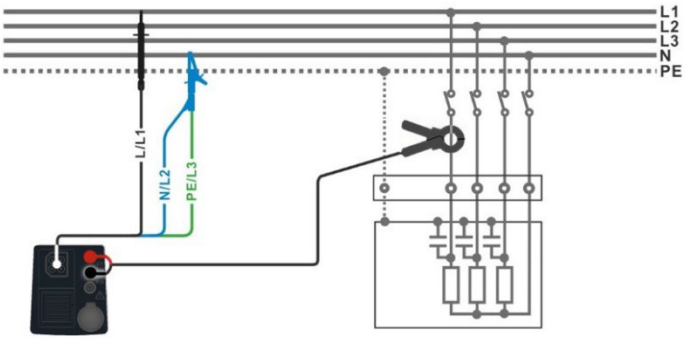

Abbildung 7.57: Oberwellenmessung
- Schließen Sie den 3-Leiter-Prüfleitung und die Stromzange am Prüfobjekt an, siehe ***Abbildung 7.57***.